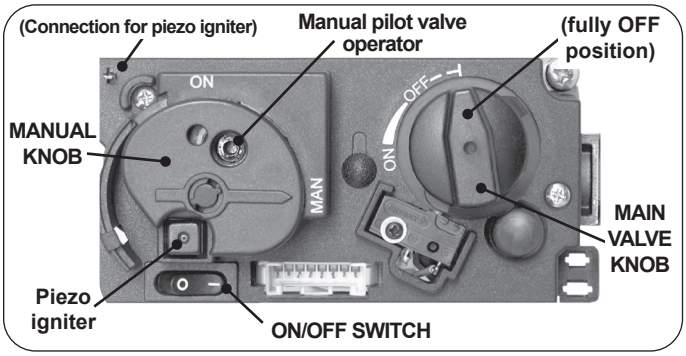
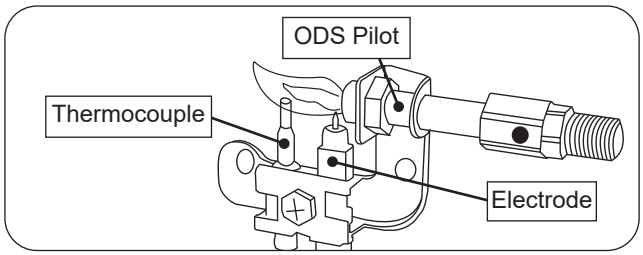

**Fig. 26-1** Combination control
**Fig. 26-2** ODS Pilot assembly detail
2. Locate the valve on the unit. Turn the control knob clockwise to **OFF**, the manual knob clockwise to **MAN**, and place the ON/OFF switch in the **OFF (O)** position (Fig. 26-1).
**Wait five (5) minutes to clear out any gas. Then smell for gas, including near the floor. If you smell gas, STOP! Follow "B" in the safety information above. If you do not smell gas, go to the next step.**
3. Place the ON/OFF switch in the **ON (I)** position.
4. Locate the pilot assembly toward the center of the unit, near the main burner (see Fig. 26-2).
5. Push the manual pilot valve operator **firmly and fully** in and hold. Hold a long-stem match/ long-necked butane lighter near the thermocouple to light the pilot. Continue to hold the knob in for about one (1) minute after the pilot is lit. Release the manual pilot valve operator. The pilot will remain lit. See Fig. 26-1 and Fig. 26-2. If it goes out, repeat steps 2-5.
1. Ensure the pilot is burning. Turn the manual knob counterclockwise to **ON.** Turn the control knob counterclockwise to **ON**. See Fig. 26-1. The valve will open and the burner will light.
**To shut down the main burner (pilot will remain lit),** turn the control knob clockwise to the fully **OFF** position (see Fig. 26-1).
**To shut down the burner and pilot (total shutdown),** turn the control knob clockwise to the fully **OFF** position, and place the ON/OFF switch in the **OFF (O)** position (see Fig. 26-1).